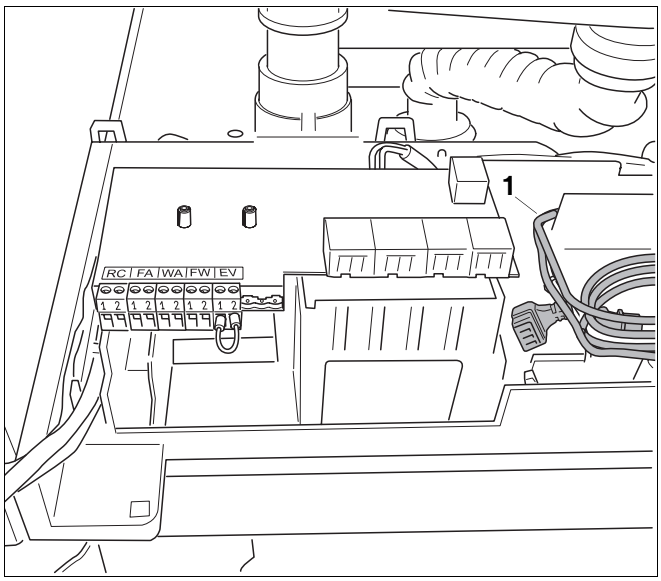
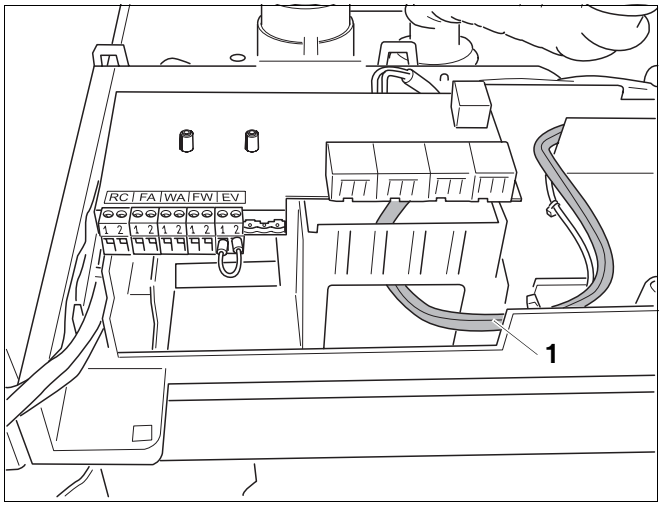

Bild 18 Pumpenanschlusskabel verlegen
Bild 19 Pumpenanschlusskabel verlegen
- Die 2 Pumpenanschlusskabel vom Heizkessel durch die Öffnung unter dem elektrischen Anschlusskasten nach unten verlegen (siehe Bild 18, **Pos. 1** und Bild 19, **Pos. 1**).